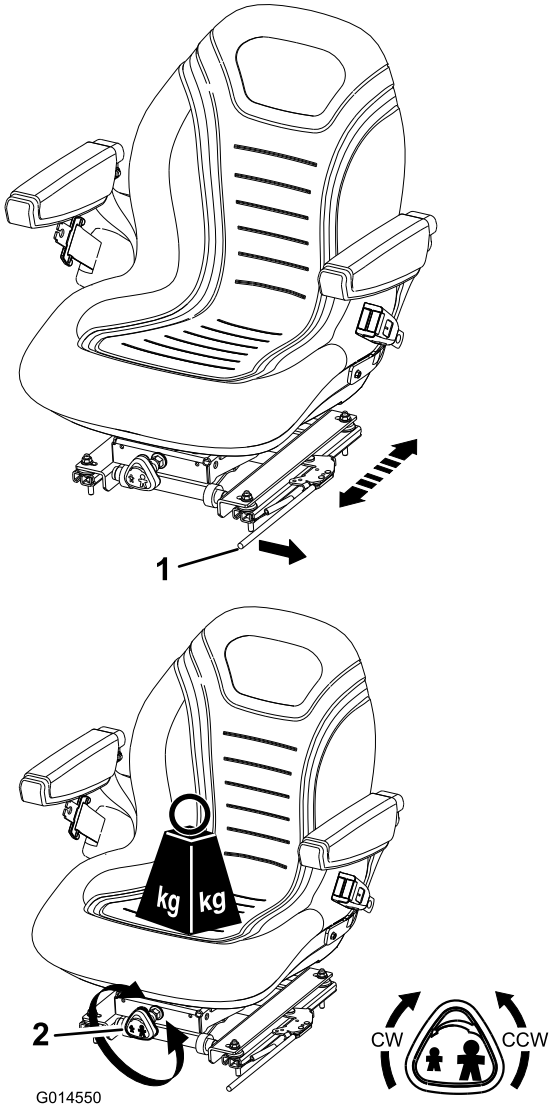

**Figuur 11**
**Lengte-instelling:** Met de stoelverstelhendel kan de gebruiker de stoel naar voren en naar achteren schuiven (Figuur 11).
**Instellen gewicht bestuurder:** Draai de hendel rechtsom om de vering strakker in te stellen en linksom om de vering minder strak in te stellen (Figuur 11).